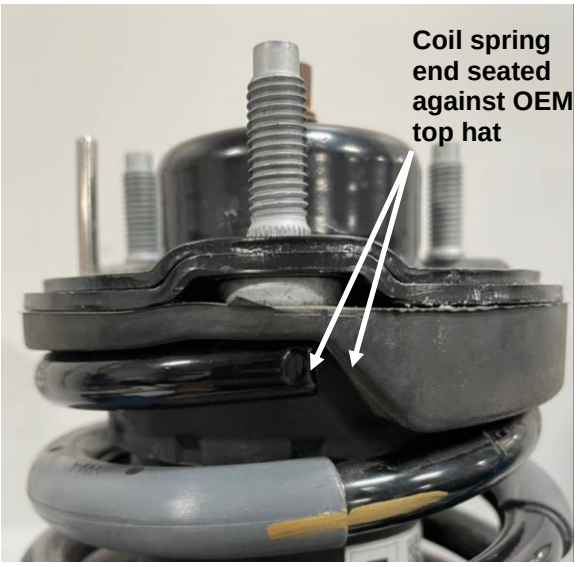

**Figure 3: Coil spring clocking**
**H.** Rotate the coil spring until the end of the top coil is seated into the OEM top mount spring isolator as shown in Figure 3.